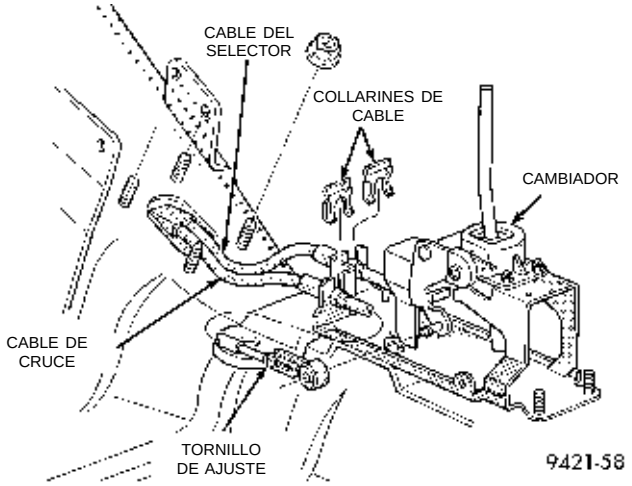

Fig. 139 Tornillo de ajuste del cable de cruce
(1) Retire la consola de cambios del vehículo.
(2) Afloje el tornillo de ajuste del cable de cruce en el cambiador (Fig. 139).